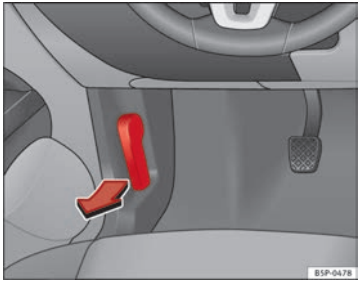

Abb. 164 Ausschnitt aus dem Fußraum auf der Fahrerseite: Entriegelungshebel für die Motorraumklappe
– Ziehen Sie den Hebel unter der Instrumententafel ⇒ Abb. 164 in Pfeilrichtung. Die Motorraumklappe wird durch Federwirkung entriegelt ⇒ ⚠.